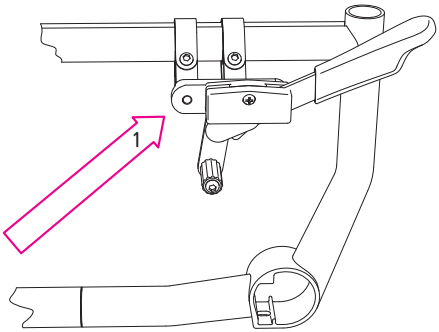

afb. 63
4. Afhankelijk van de positie van het achterwiel kan het ook nodig zijn om de steunbeugels van het kruisframe te verschuiven om de rem in de juiste positie te brengen (1, afb. 63).